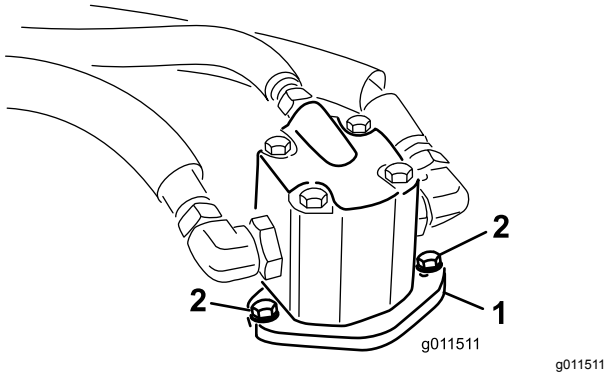

Figur 98
4. Fjern boltene som fester den hydrauliske motoren til klippeenheten (Figur 98).